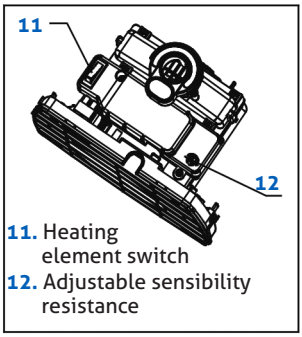

Figure 9
4. A built-in heating element switch is equipped. If hot air is needed, remove the cover (Figure 2), and follow the instruction in (Figure 9) to switch to hot air or cold air. (Factory default: hot air).